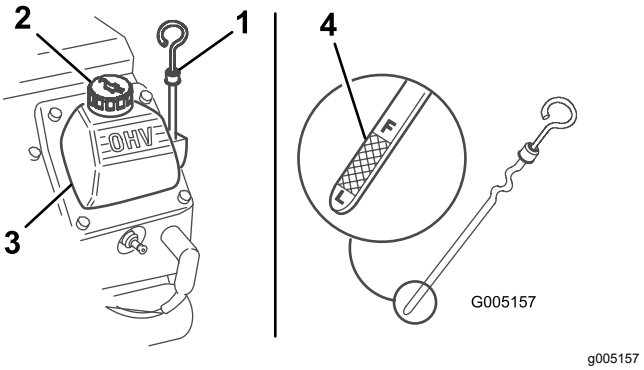

Figuur 25
3. Reinig het gebied rond de oliepeilstok (Figuur 25).
4. Trek de peilstok uit en veeg het metalen deel met een doek schoon (Figuur 25).
5. Schuif de peilstok helemaal in de buis (Figuur 25).
7. Als het oliepeil laag is, reinigt u de omgeving van de olievulbuisdop en verwijdert u de dop (Figuur 25).
12. Verwijder de vuldop (Figuur 25) en giet langzaam ongeveer 80% van de gespecificeerde hoeveelheid olie in het klepdeksel.